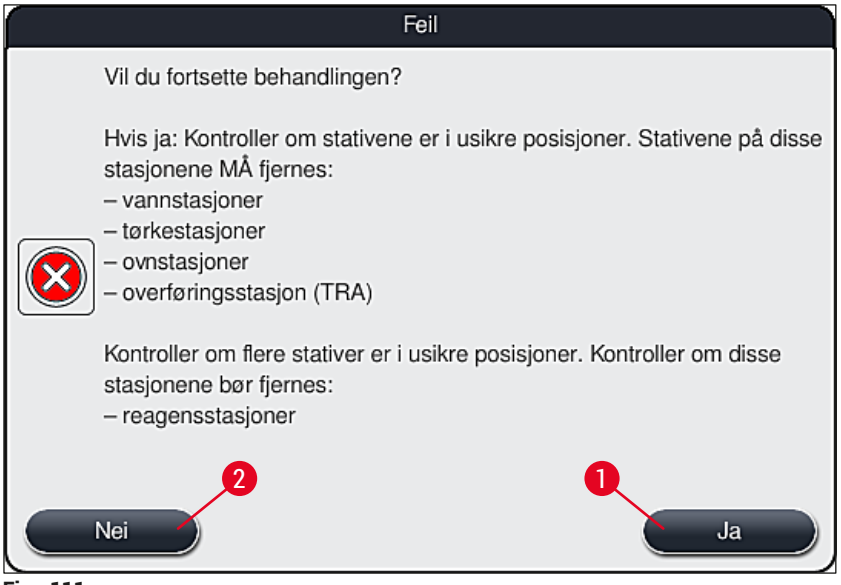

Fig. 111
4. Deretter kan brukeren velge om fargeprosessen skal gjenopptas (→ S. 138 – 8.2.2 Gjenoppta fargeprosessen etter et strømbrudd) eller avbrytes (→ S. 139 – 8.2.3 Avbryte alle fargeprosesser etter et strømbrudd) (→ "Fig. 111").
2. Fjern de kritiske stativene fra instrumentet i samsvar med forrige informasjonsmelding (→ "Fig. 111"), og bekreft fjerningen ved å trykke på den tilsvarende stasjonen (→ "Fig. 112-1") på skjermen.
Du kan angre avbrytelsen av fargeprosessen og returen til forrige valgmeny (→ "Fig. 111") ved å trykke på Avbryt-knappen (→ "Fig. 113-2").